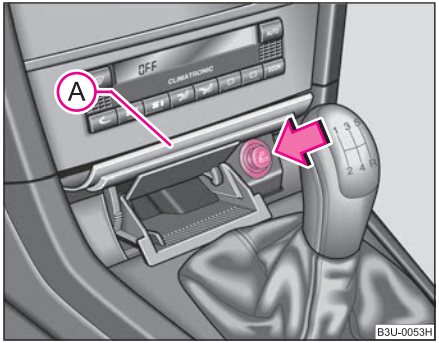

Fig. 91 Centre console: Cigarette lighter
– Press on the bottom part of the cover of the ashtray - refer to Ⓐ ⇒ fig. 91.